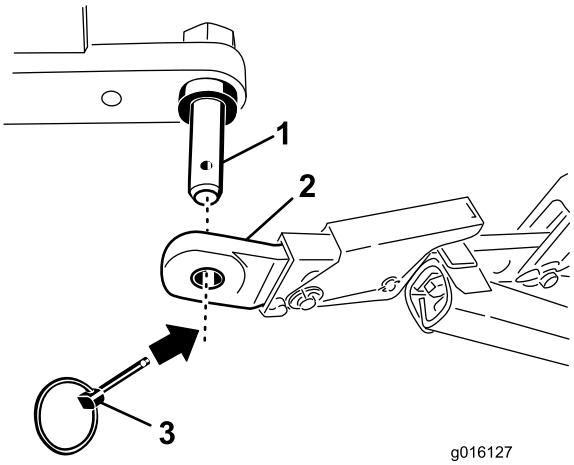

**Rysunek 3**
4. Zamocuj dolne ramiona łączące do sworzni mocujących aeratora za pomocą zawleczek (Rysunek 3).